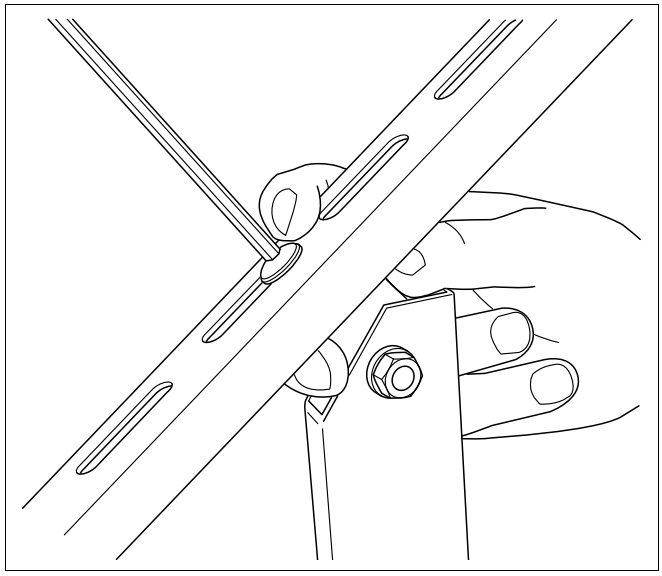

Afb. 17 Steunen aan de collectorsteun vastschroeven
- Schroef de steunen (afb. 17) met behulp van een schroef met bolle kop vast aan de bovenste aanslag van de lange bevestigingsopening.